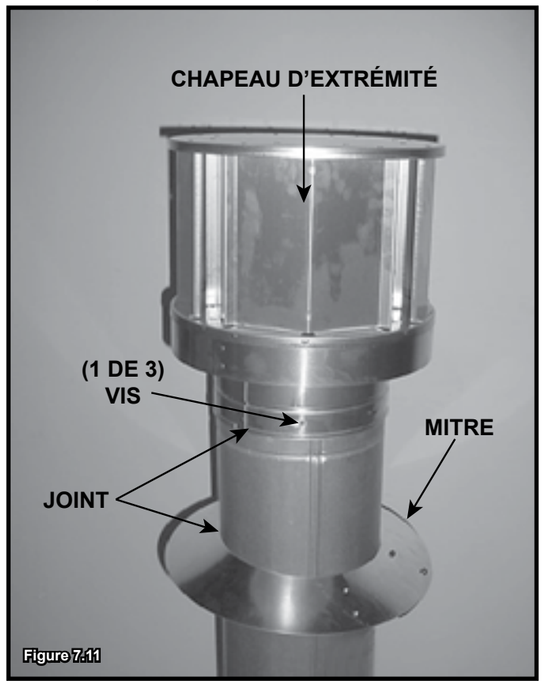

Figure 7.11
- Scellez autour de la partie supérieure de la mitre. Voir la figure 7.11.
- Fixez le chapeau de l'extrémité en introduisant les trois vis autotaraudeuses (fournies) dans les trous de guidage du col extérieur, jusqu'à l'extérieur de la cheminée du conduit. Voir la figure 7.11.